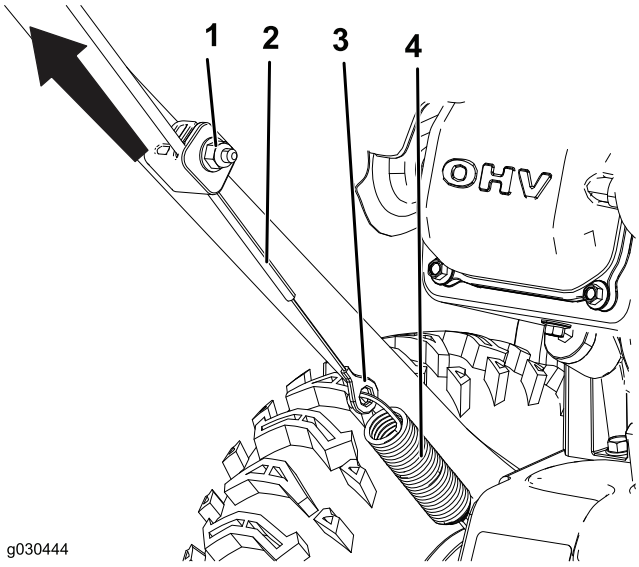

Figura25
1. Slăbii piulia de pe clema de cablu inferioară, însă nu o înlăturai (Figura25).
2. Tragei cablul în sus pentru a-l tensiona mai mult (Figura25).
3. inei cablul i strângei piulia (Figura25).